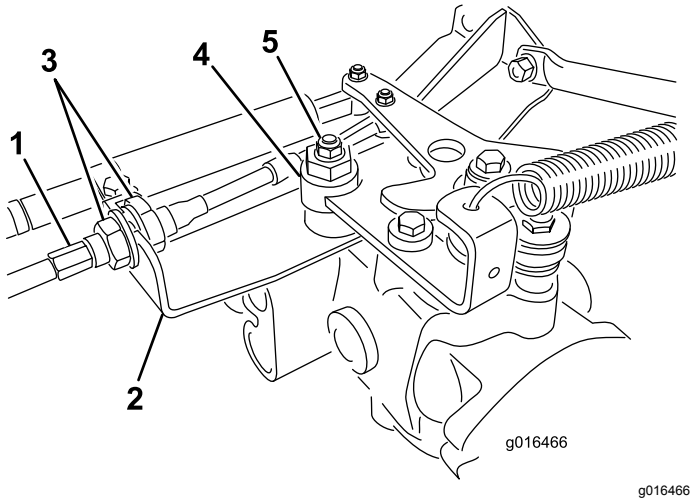

Figur 46
A. Lossa båda kontramuttrarna som säkrar drivkabeln till motorväggen på hydrostaten (Figur 46). Se till att lossa kontramuttrarna lika mycket och tillräckligt för att kunna göra en justering.
Obs: Lossa muttern som fäster excenterbulten på hydrostatens ovandel (Figur 46).
E. När hjulet slutar rotera drar du åt muttern som låser excenterbulten och justeringen (Figur 46).
G. Dra åt låsmuttrarna jämnt på båda sidor av motorväggen och säkra drivkabeln vid motorväggen (Figur 46). Vrid inte kabeln.